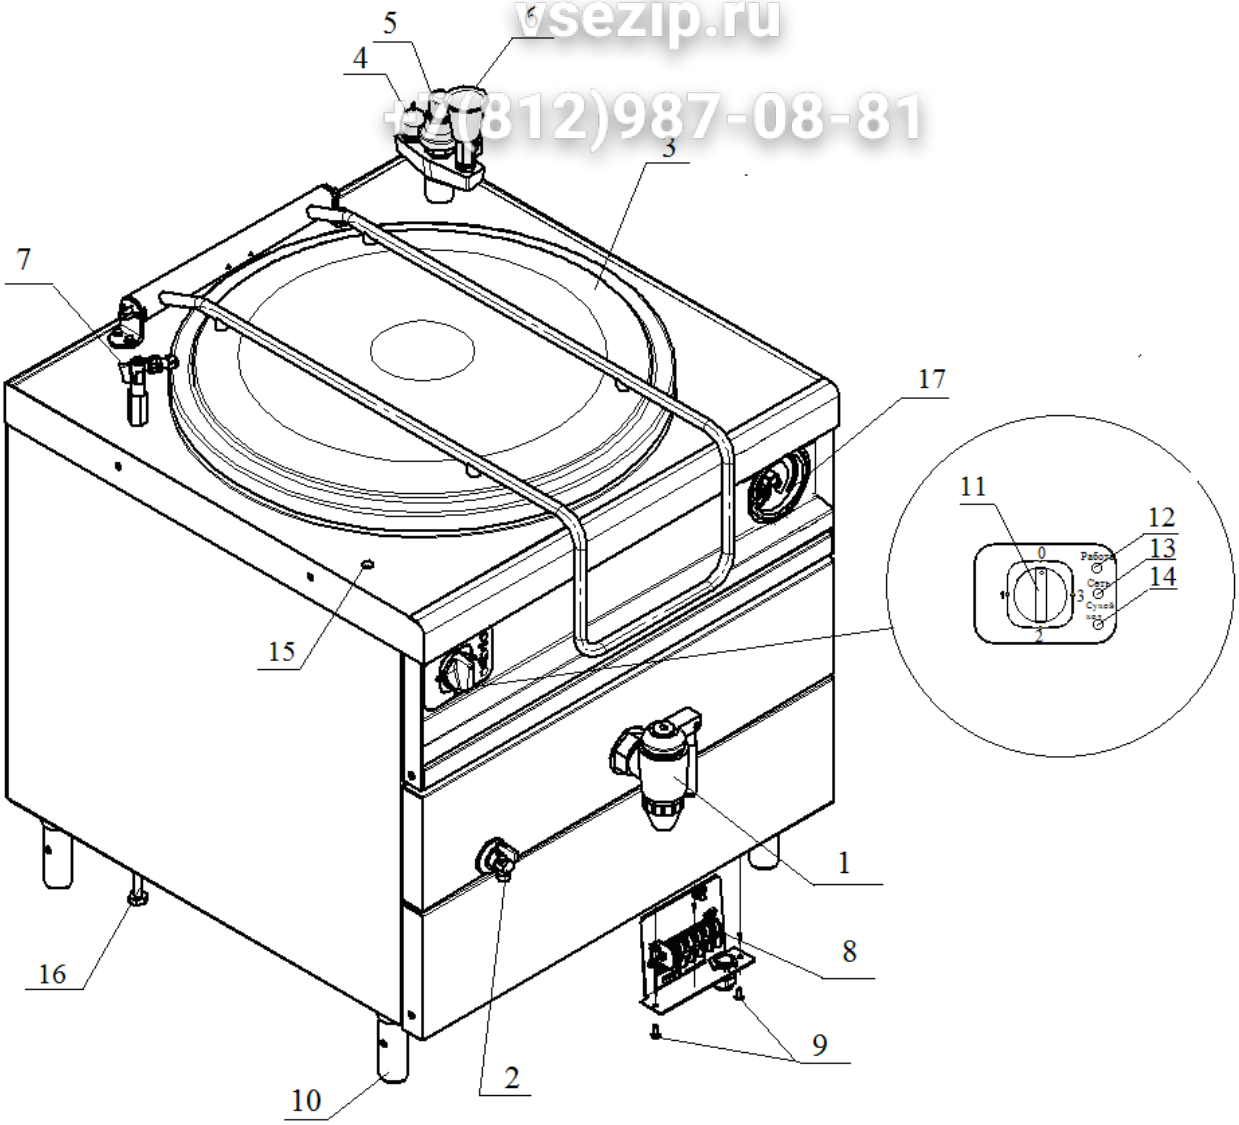

Рис. 2
- установить переключатель в положение «0» (рис. 2 поз. 11);
- установить переключатель включения котла в положение «1» (рис. 2 поз. 11);
Остальное см. Рис.2